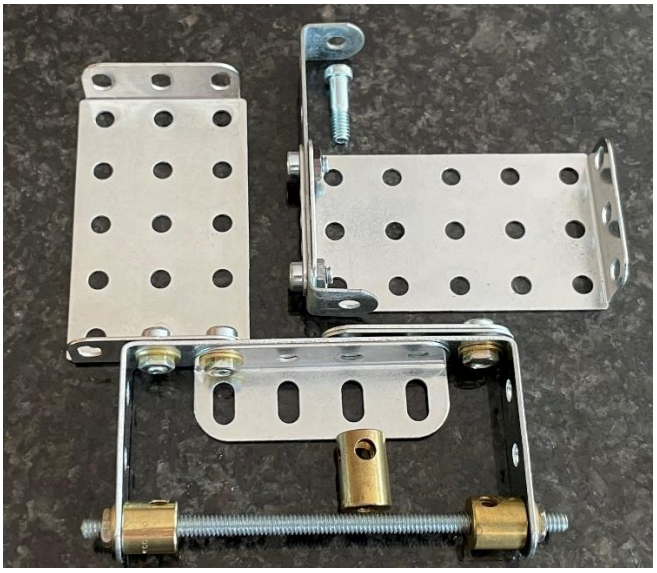

Abb. 1.1 Biegevorrichtung
- Der Bau einer Biegevorrichtung (Abb. 1.1) erleichtert es, alle 48a auf denselben korrekten Winkel einzustellen.